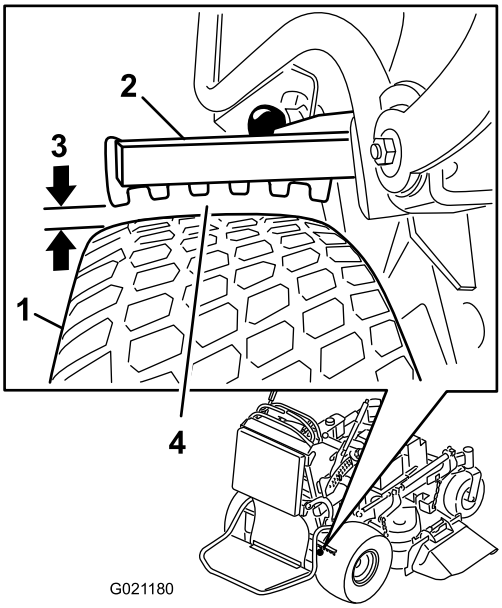

**Figur 62**
6. Kontroller at avstanden er mellom 3 og 6 mm på siden med minst klaring, som vist i Figur 62. Se Justere bremsene (side 45) når justering er nødvendig.
5. Juster krysshodet (Figur 62).